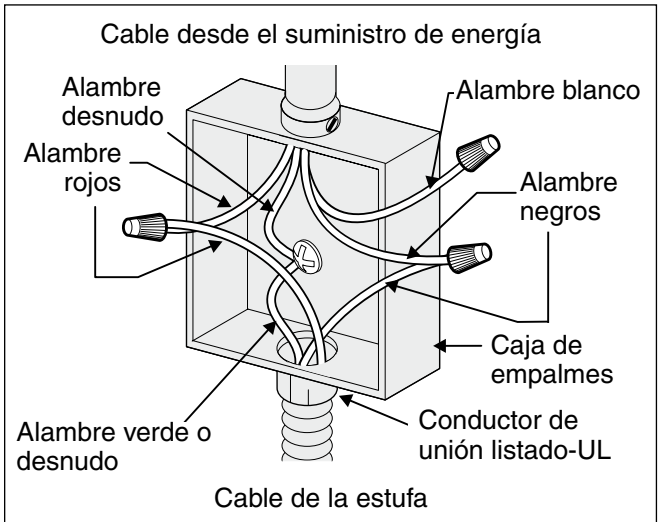

Figura 4- CAJA DE EMPALMES DE 4 ALAMBRES PUESTA A TIERRA
Cuando está prohibida la conexión a tierra a través del cable neutral (blanco), debe usar un cable de alimentación de 4 hilos. Ver la Figura 4. Si no observa esta precaución, la persona puede electrocutarse o lesionarse gravemente.
Si la cocina se usa en una instalación nueva de ramal de circuito (1996 NEC), en una casa rodante, en un vehículo para recreación o si los códigos locales NO permiten hacer la conexión a tierra a través del cable neutral (blanco) (ver figura 4):
2. En el interruptor automático, caja de fusibles o caja de juntas: conectar el aparato y los cables residenciales como se muestra en la figura 4.